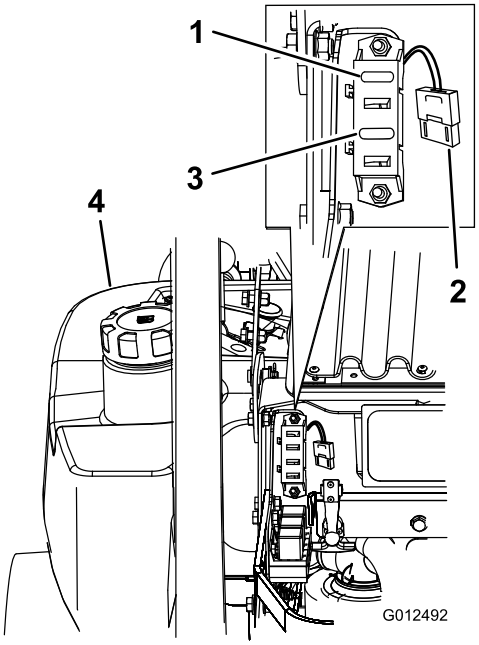

Figur 55
1. Løsn motorhjelmen, og hæv den for at få adgang til sikringsholderen (Figur 55).
3. Isæt en ny sikring (Figur 55).